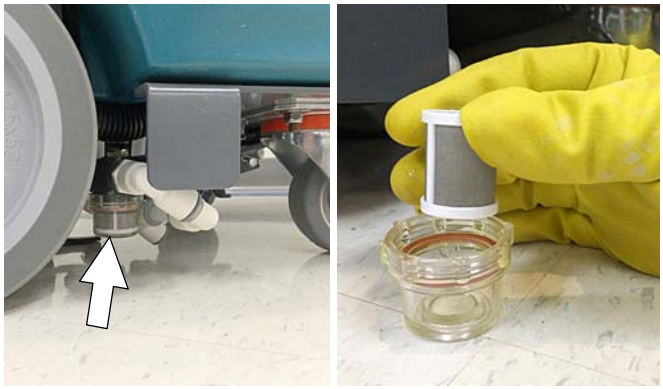

図　91
4. 50時間運転毎に洗浄液タンクのフィルターを取り外し、スクリーンを清掃します（図91）。